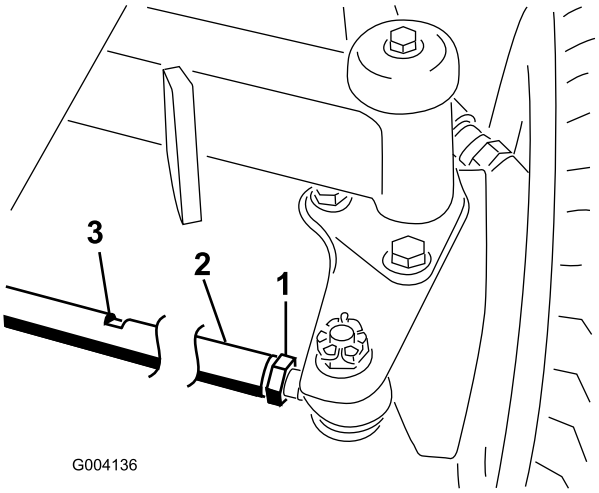

Figur 65
2. Lossa kontramuttern i båda ändar av dragstången (Figur 65).